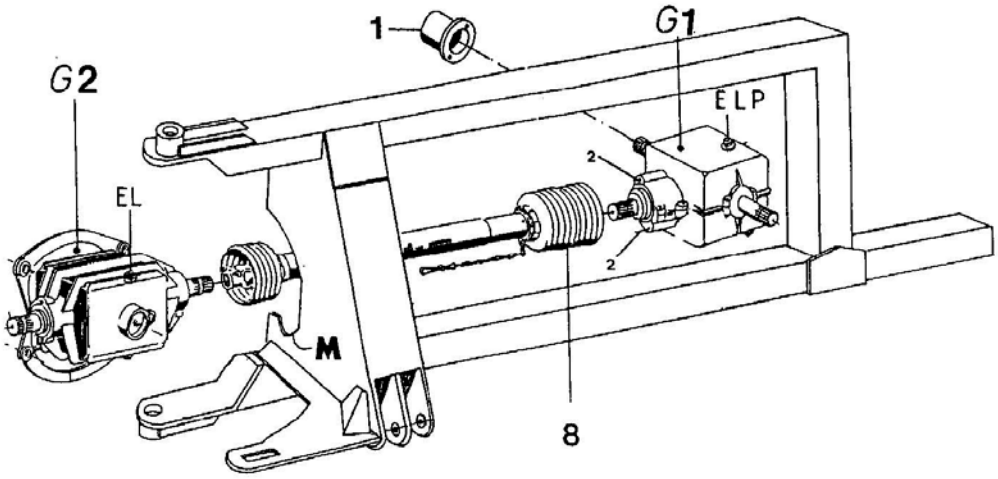

Abb. 21
注: サイドヒッチからリアの移送位置に換える場合には、カルダンシャフト 8 を凹部 M に収めることができます。図21
- リアシャフト保護 1 を取り外します。図21